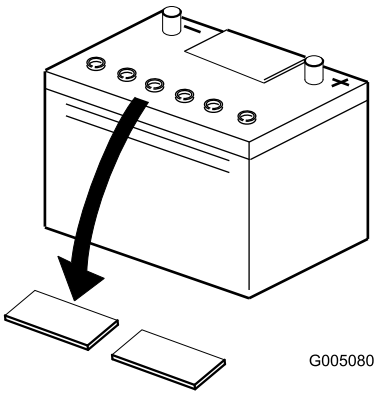

Figur 6
2. Rengjør toppen av batteriet og fjern utluftingshettene (Figur 6).